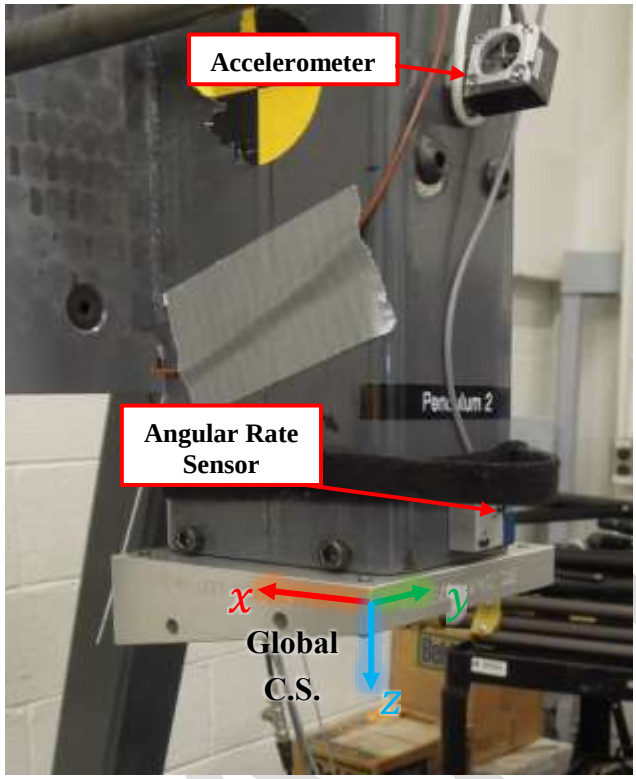

Figure 3-3. Installation of ARS on pendulum.
- Figure 3-3. Installation of ARS on pendulum.). Set the polarity of the pendulum ARS such that the rotation of the pendulum towards the honeycomb decelerator results in a positive angular velocity before impact.